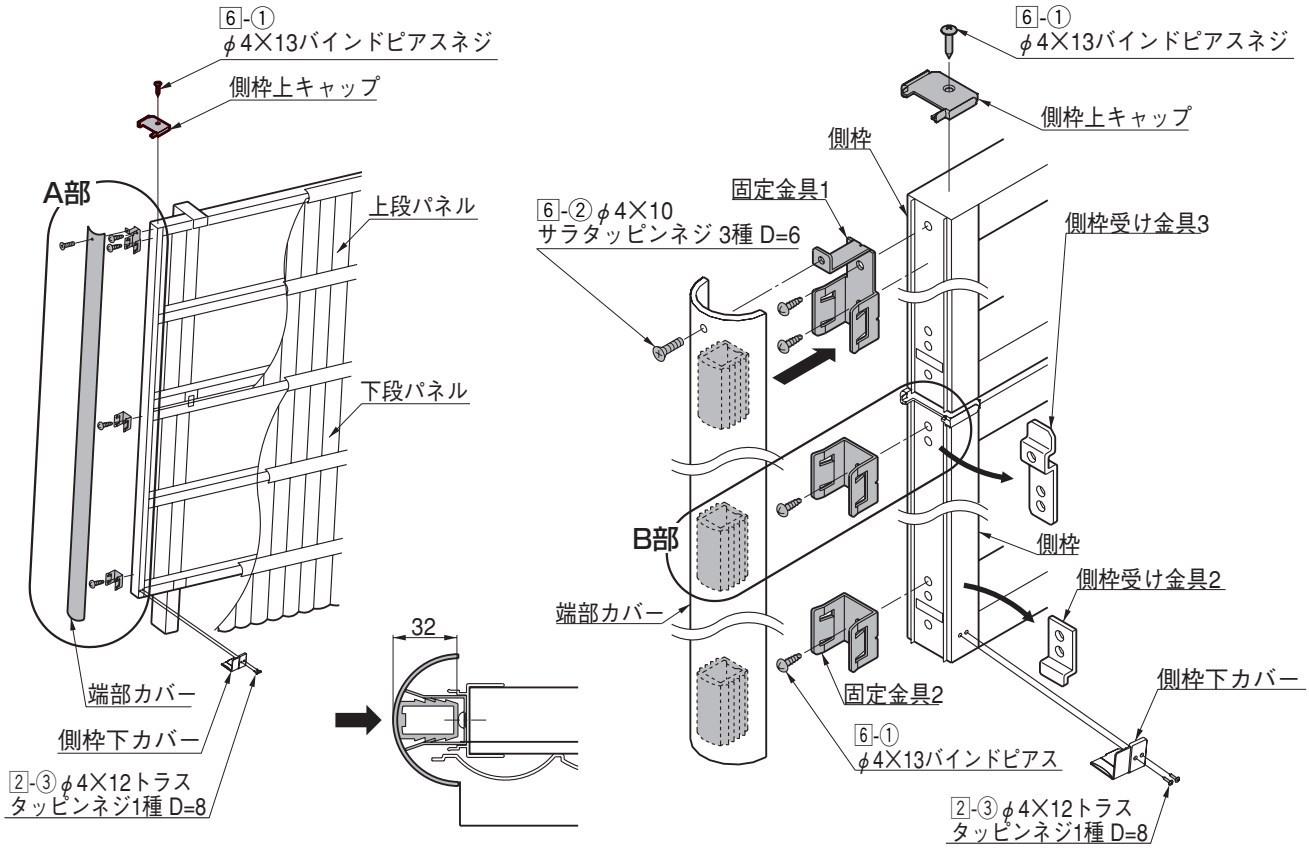

図7-1　B部断面図　　図7-2　A部詳細図
❷端部カバーを固定金具1,固定金具2に差込んでください。（図7-1参照）